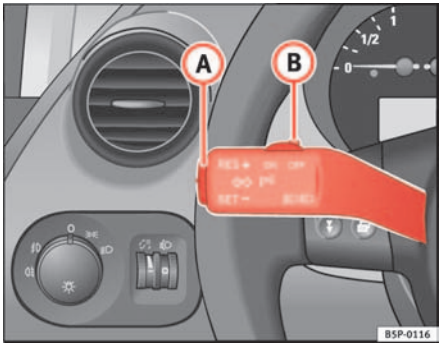

Fig. 140 Turn signal and main beam lever: Switch and rocker switch for CCS
– Push the switch ⇒ fig. 140 (B) to the left to the position **ON**.